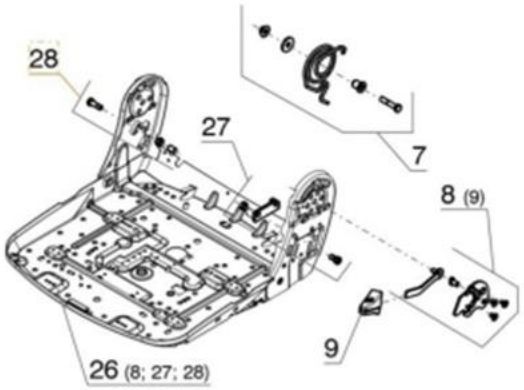
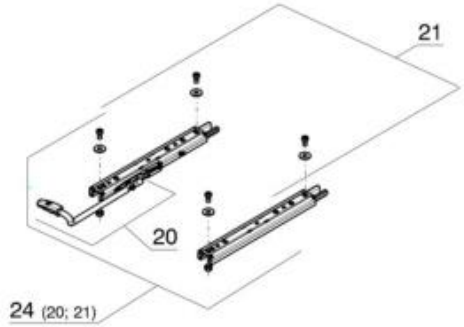

Figure 2.5.1
Figure 2.5.3
- Only spare parts assemblies containing the corresponding single parts supplied are positioned (*see Figure 2.5.1*).
- If an assembly contains another assembly that cannot be displayed according to *Figure 2.5.1*, but is placed at a different position, the connection is displayed with clamp positions (*see Figure 2.5.3*).